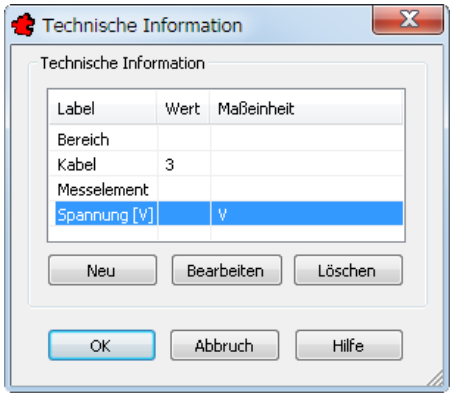

Bild 36.43 – Die Dialogbox *Technische Information* für die Produktgruppe *Fühler*
- Mit der Schaltfläche *Tech.Info* öffnen Sie die für diese Produktgruppe gewählten *Technischen Informationen*, um sie zu bearbeiten (Abb. 36.43).